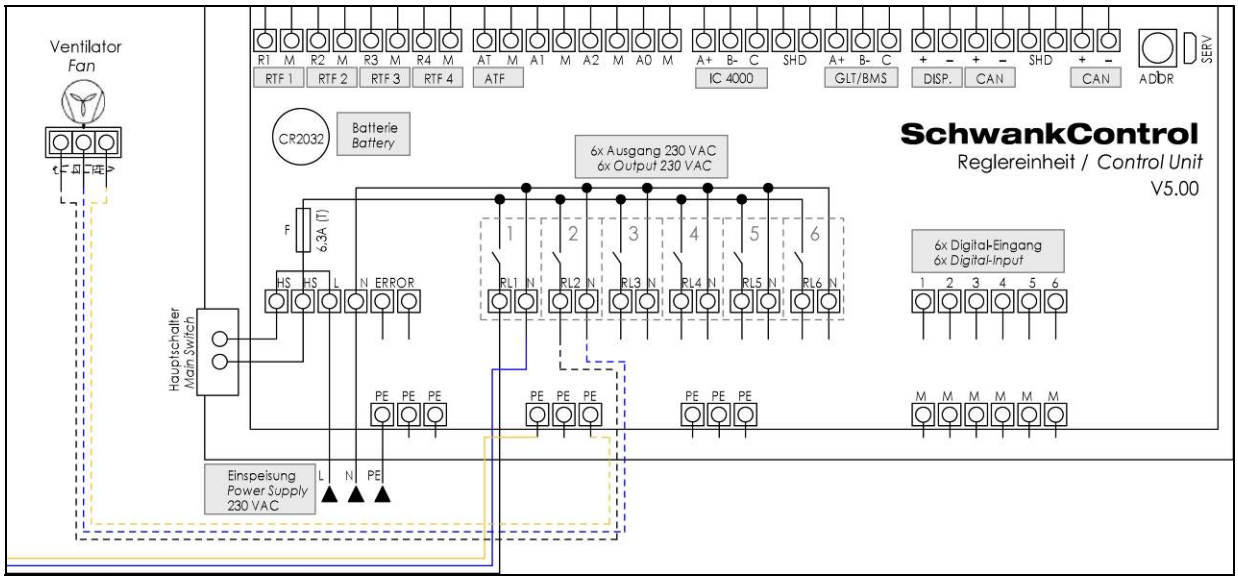

Abb. 41: Anschluss Ventilator tetraSchwank an SchwankControl Touch
- Schließen Sie den Ventilator gemäß Abb. 41 an die zentrale Regeleinheit SchwankControl Touch an.